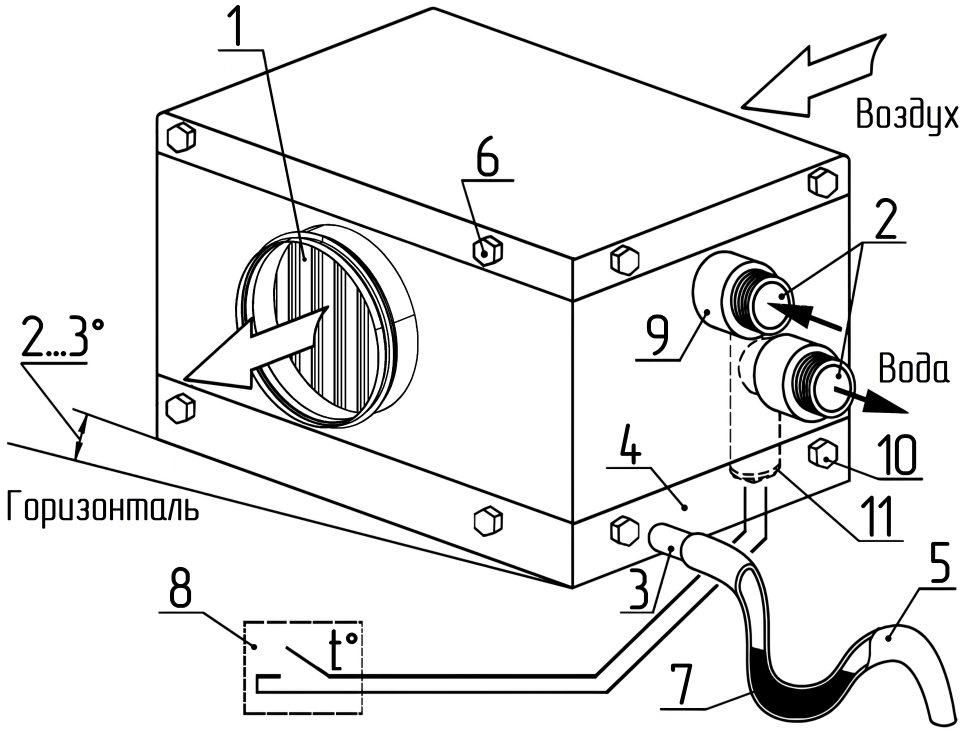

Рисунок 5.1 – Монтаж воздухоохладителей
5.1.5. Устанавливать воздухоохладители в канал вентиляции необходимо в положении дренажный поддон снизу с небольшим наклоном (2–3°) к горизонтали в сторону сливного патрубка для свободного слива конденсата из поддона 4 (см. рисунок 5.1).
5.1.7. Трубы подвода хладагента (воды) должны иметь индивидуальное крепление и не опираться на патрубки коллекторов 2 (см. рисунок 5.1).
- техническое обслуживание №1 (ТО-1): проводится ежемесячно. Производится контроль работоспособности дренажной системы и в случае необходимости снятие и чистка поддона (рисунок 5.1, поз.4) и его дренажной системы (поз.5). Для снятия поддона достаточно удалить 4 нижних болта (поз. 6) и 4 нижних болта (поз. 11).